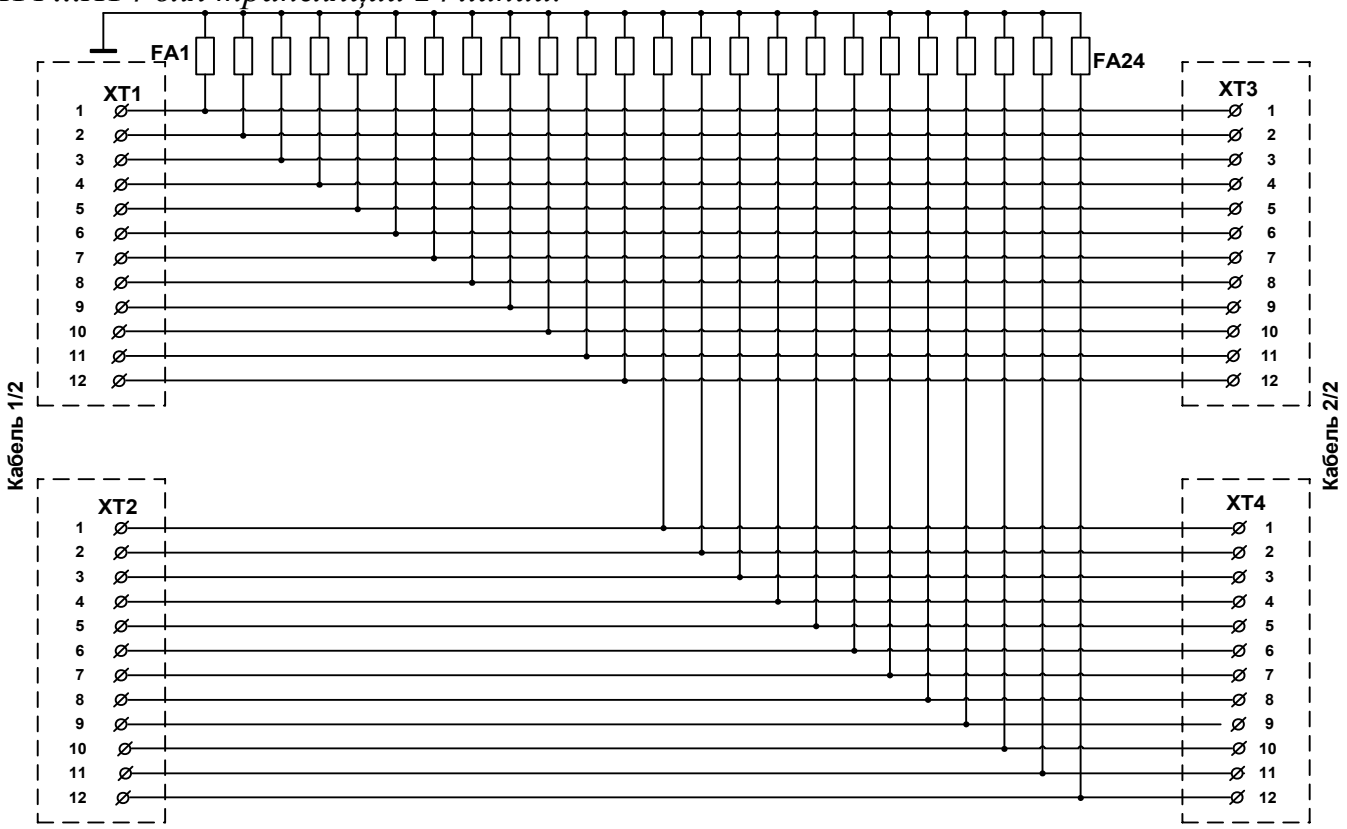

Рис. 6.23
*Примечание. Для увеличения количества цепей в транслируемом кабеле, в БПУ-НКС может устанавливаться дополнительная плата* (см. рис. 6.23) *с наборами зажимов ХТ1…ХТ4 для трансляции 24 линий.*